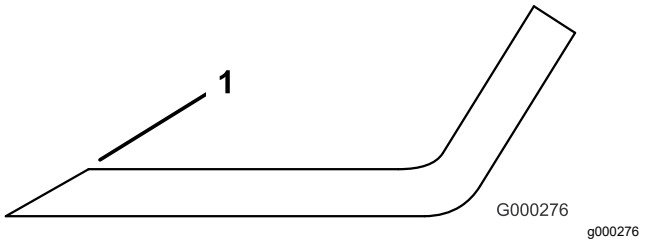

Figur 126
3. Undersøk eggene på alle kniver, og kvess eggene hvis de er sløve eller det er hakk i dem (Figur 126).
Merk: Slip bare den øvre delen av kniveggen, og oppretthold den originale klippevinkelen, for å sørge for at kniven forblir skarp (Figur 126). Kniven opprettholder balansen hvis like mye materiale fjernes fra begge kniveggene.